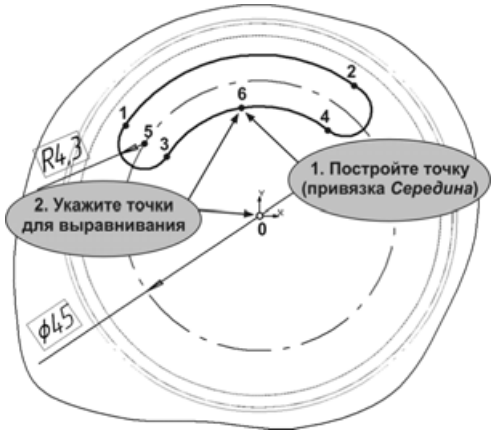

Рис. 5.185
- С помощью привязки **Середина** постройте вспомогательную точку 6 в средней части дуги 3-4 (рис. 5.185).